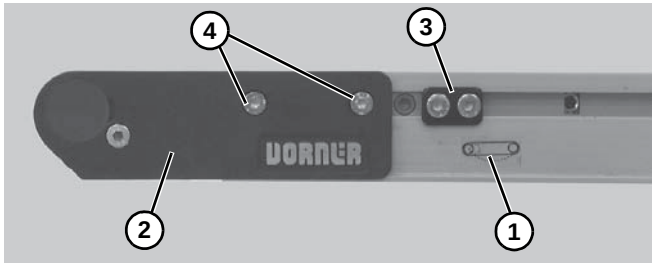

Figure 5
2. On tension end of the conveyor, identified with a label **(Figure 5, item 1)**, push in head plate assembly **(Figure 5, item 2)**: On both sides of conveyor, loosen and move cam tracking assemblies **(Figure 5, item 3)** (if equipped) away from head plates, then loosen fastening screws **(Figure 5, item 4)** and push head plate assembly inward.
7. If equipped with cam tracking assemblies **(Figure 5, item 3)**, adjust belt tracking. Refer to "Conveyor Belt Tracking" on page 19.